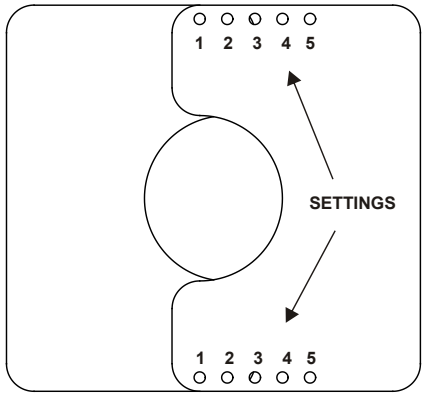

Figure 4.19
3. Use Table 4.1 to match the amount of vertical you have in the system to find the appropriate position to set the exhaust restrictor. See Figure 4.19.